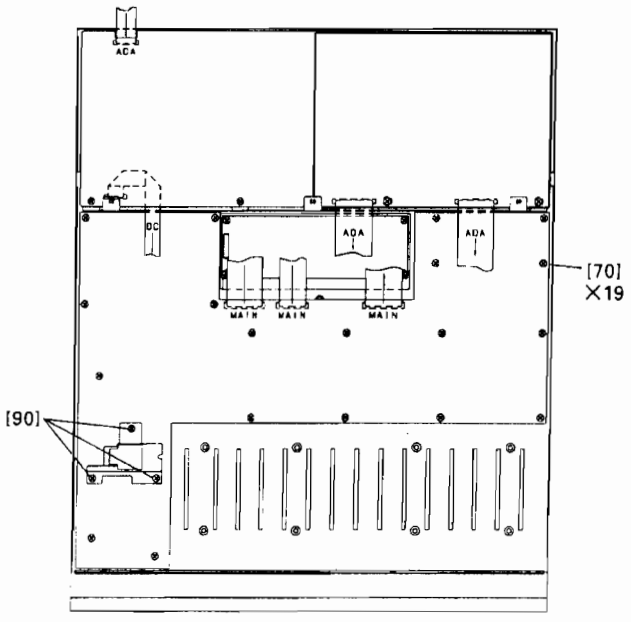

Fig. 7 (図7)
3-5 Remove the three(3) screws marked [90] and the ninteen (19) screws marked [70]. The PN circuit board can then be removed. (Fig. 7)
3-5 PARAMETER シャーシを止めている[90]のネジ 3 本と PN シートの[70]のネジ 19 個を外し、PN シートと ENC シートを外します。(図 7)